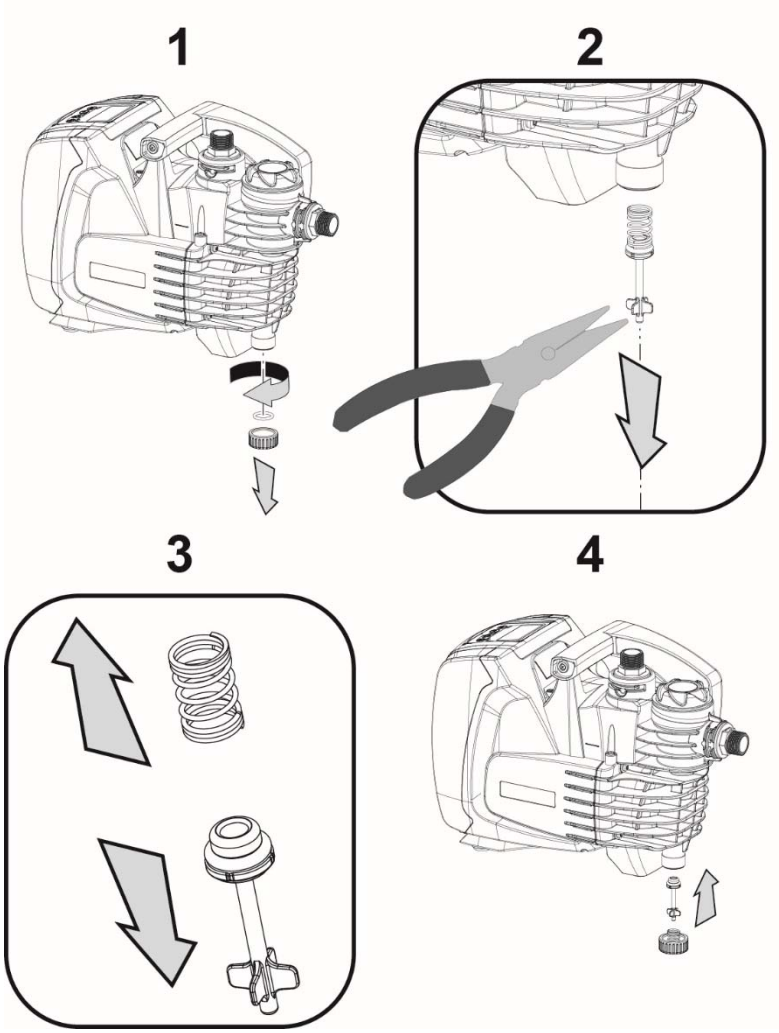

Abbildung 5
3. Den Ablassstopfen ausbauen und dabei darauf achten, dass die O-Ring Dichtung nicht herunterfällt (Abb.5);